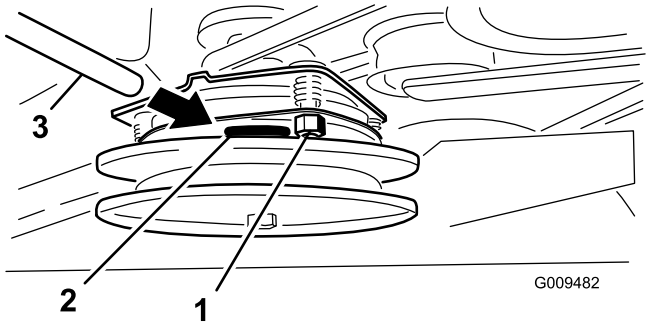

Figur 61
2. Om avståndet behöver justeras ställer du in 0,381 mm för alla tre justeringspositionerna. Dra åt låsmuttrarna tills du känner ett motstånd i bladmåttet, men ändå kan röra det inom luftgapet (Figur 61) utan problem.